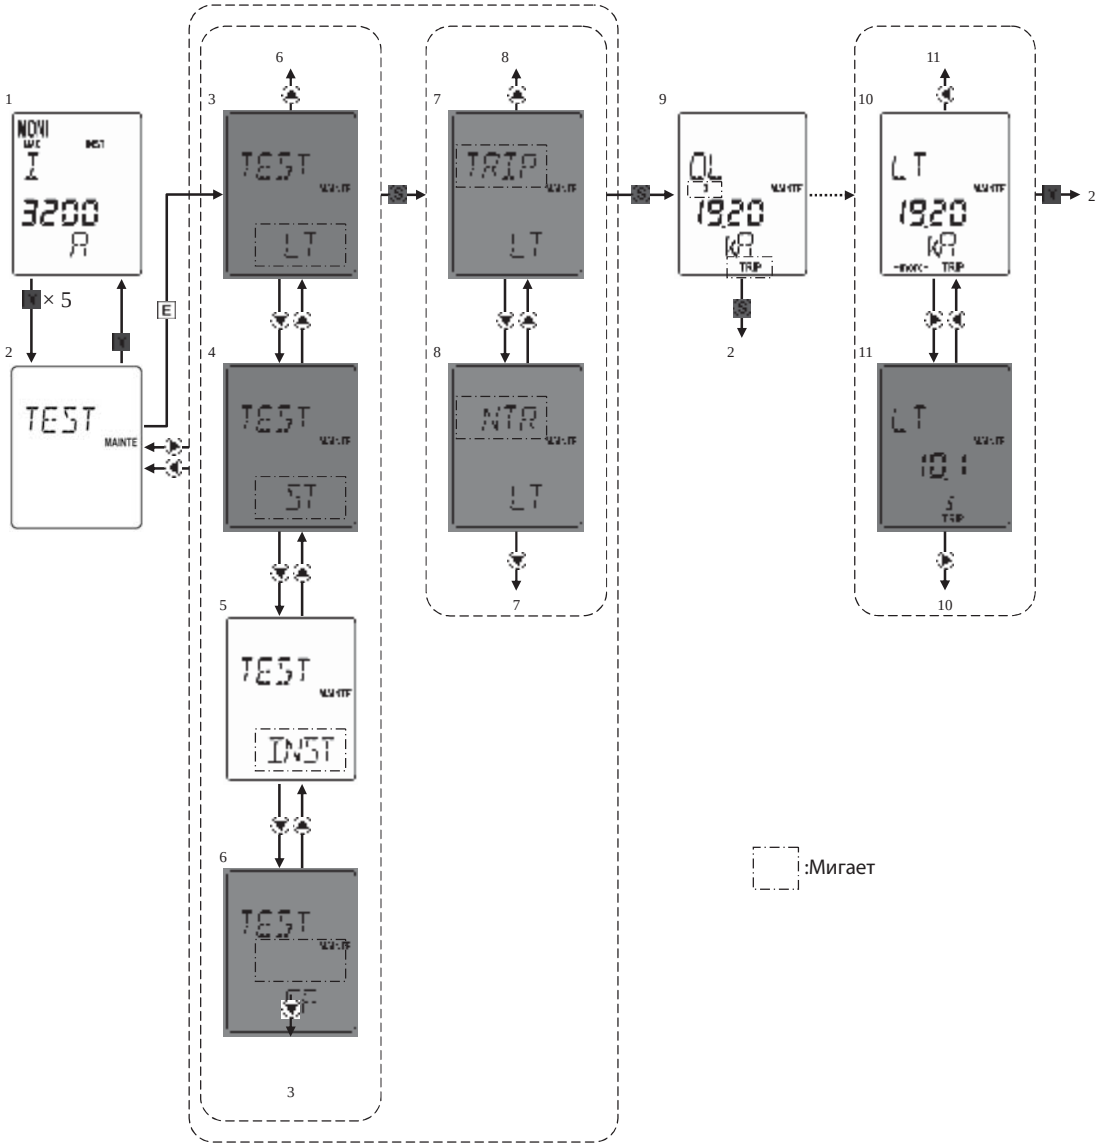

Рис. 55 Навигация по дисплею проверки работоспособности расцепителя максимального тока
4) В соответствии с указаниями, описаними на рис. 55 и в таблице 31 для проверки расцепителя максимального тока в условиях нормальной работы. (В режиме NTR, выключатель не работает, отключения/аварийные сигнализации не сохраняются в журнале и индикации работы контактного выхода не предусмотрена).